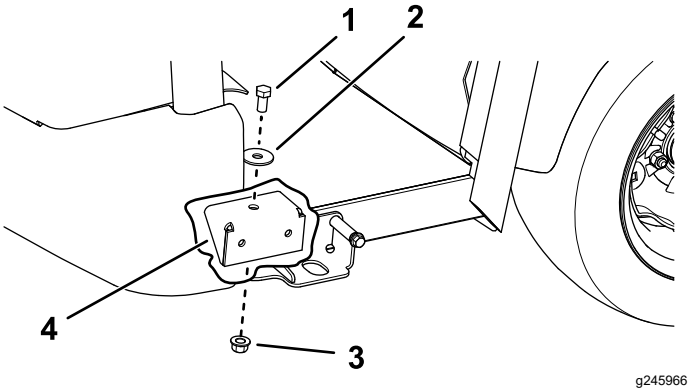

Figur 27
5. Montera de främre hyttfästena med en sexkantsskruv (7/16 tum), tryckbricka och låsmutter (½ tum) på vardera sida (Figur 27).